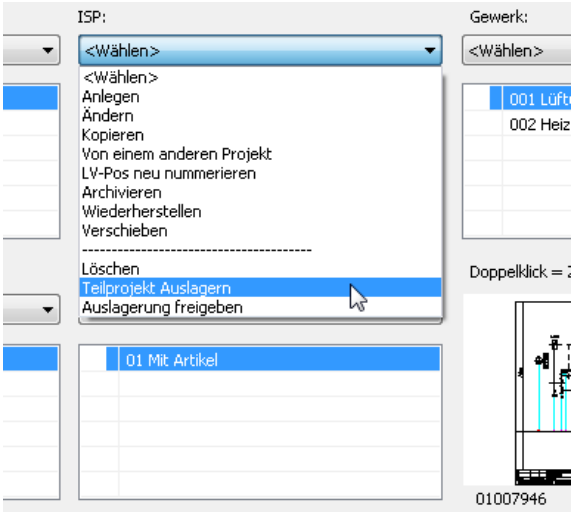

Bild 17.2 – Zeichnungsverwaltung, *Teilprojekt Auslagern*
- Wählen Sie im Listenfeld *ISP* – also für die Ebene der *Kellerzentrale* – den Menüpunkt *Teilprojekt auslagern* (Abb. 17.2).